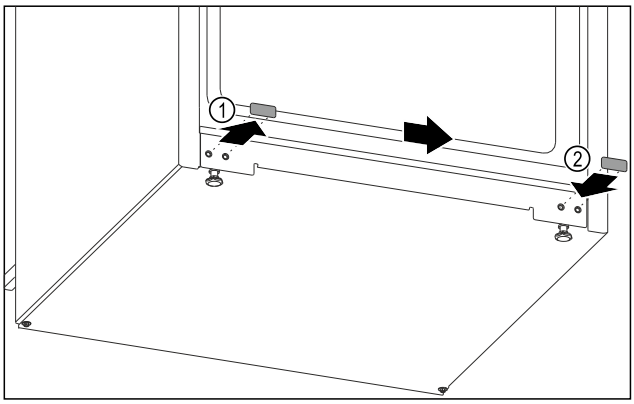

Fig. 12
- ▶ Træk dækproppen ud. *Fig. 12 (1)*
- ▶ Indsæt dækproppen på den modsatte side. *Fig. 12 (2)*